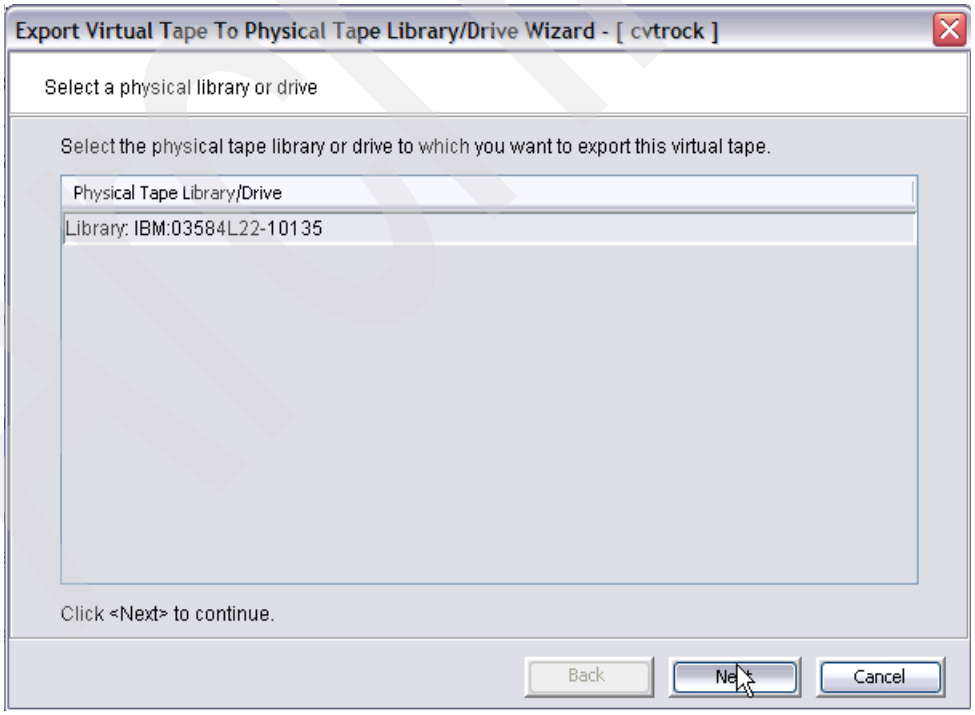

Figure 4-49 Selecting a physical library or drive
2. As shown in Figure 4-49, select the physical tape library into which you want to export your virtual volume. We have one physical library connected to the TS7510, so no further selection is needed. Click **Next**.